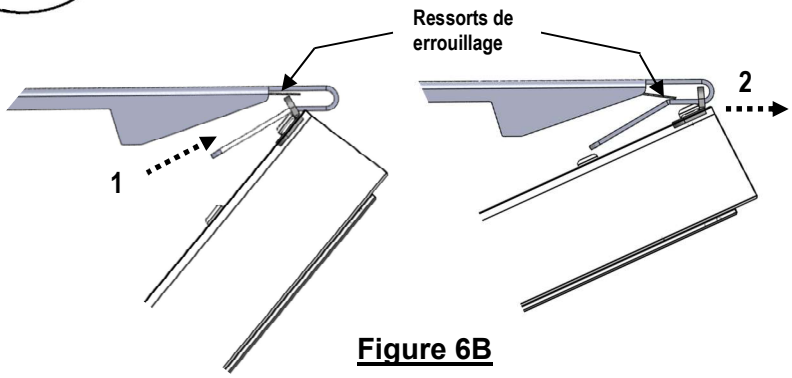

Figure 6B
- Faites glisser les supports de charnière jusqu'aux ressorts de verrouillage, puis passer, voir la figure 6B.